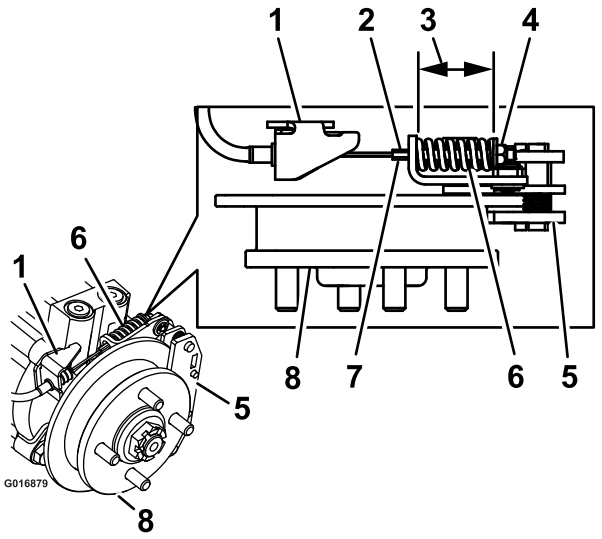

Figur 71
9. Håll den gängade stavänden med ett verktyg och justera låsmuttern tills fjäderns längd är 3,8–4,0 cm (Figur 71). Se till att vajern inte vrider sig när du lossar muttrarna.